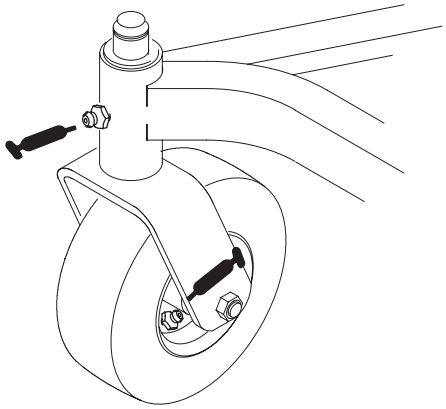

Figure 19
- castor spindle bushings (Fig. 19)
- castor wheel bearings (Fig. 19)